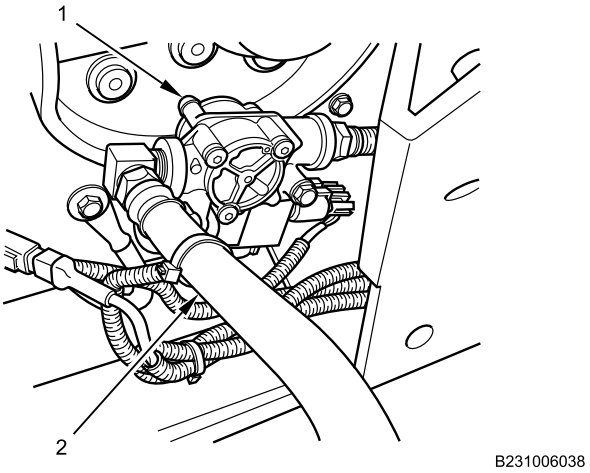

Figure 21. Left Air Brake Chamber Connected.
15. Connect air hose (Figure 21, Item 2) to modulator valve (Figure 21, Item 1).